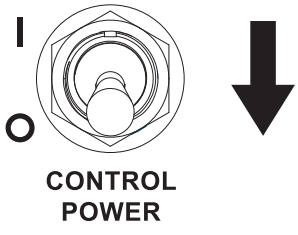

Figure 3-55. Controller Power Switch
6. See *Figure 3-55*. Switch controller power to OFF (O).